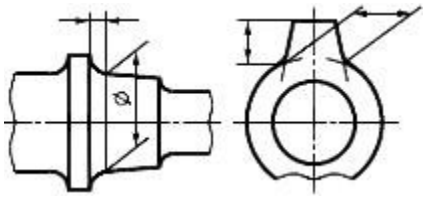

Рис.1.1 Рис1..2
4. Для нанесения размеров на чертежах используют размерные линии, ограничиваемые с одного или обоих концов стрелками или засечками. Размерные линии проводят параллельно объекту, размер которого указывают. Выносные линии проводят перпендикулярно размерным (рис. 1.1), за исключением случаев, когда они вместе с измеряемым отрезком образуют параллелограмм (рис.1.2). Нельзя использовать в качестве размерных линии контура, осевые и выносные.